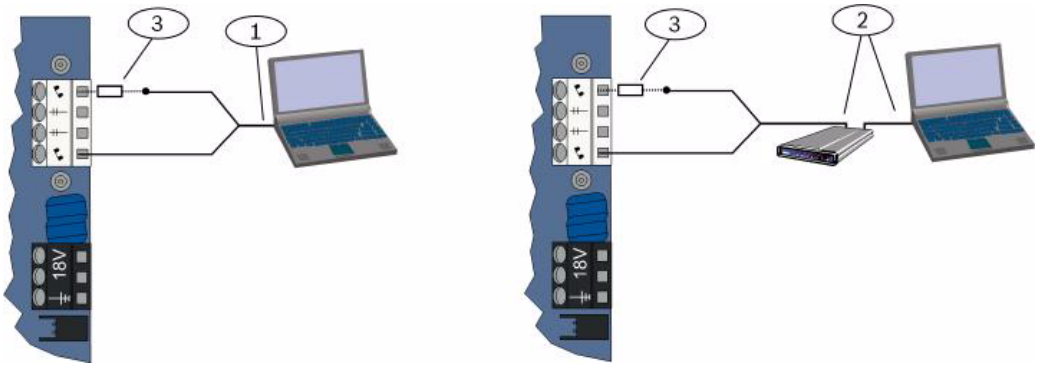

Figure 4.1 Connexions par modem
Se reporter à la *Figure 4.1*, *Page 39*.
3. Si la première tentative de communication échoue, brancher une résistance de 270 à 330 , ¼ W en série avec le modem. Se reporter à la *Figure 4.1*, *Page 39*.